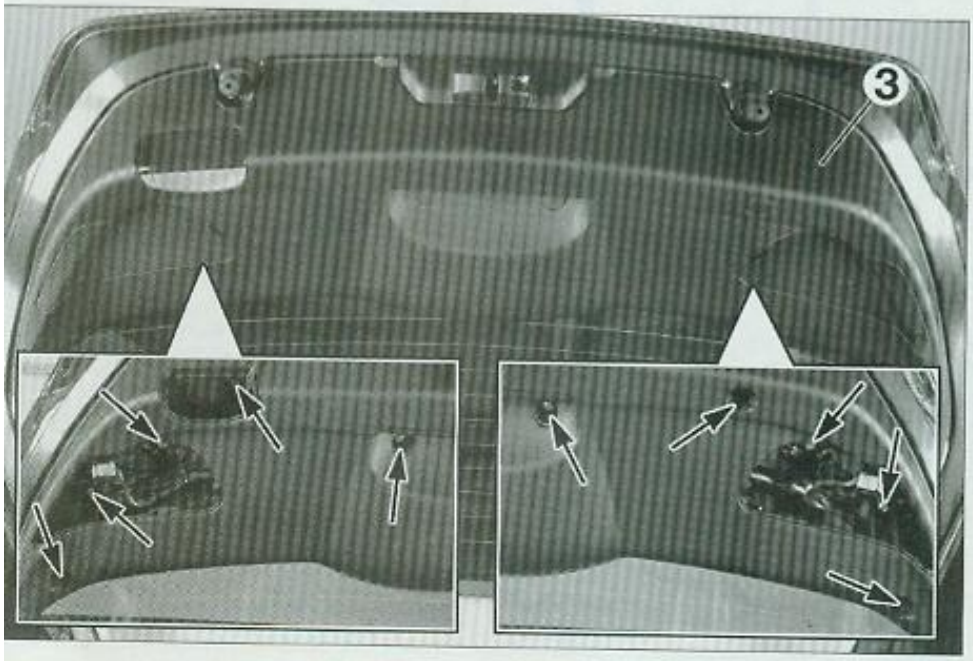

FIG. 58
• Déposer la garniture inférieure (3) de hayon **(Fig.58)**.